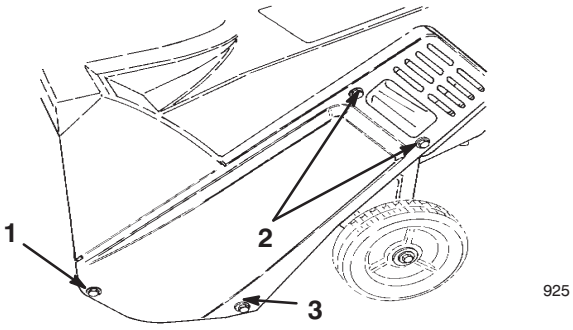

Figure 12
4. Remove two short self-tapping screws, one long self-tapping screw, one bolt, one washer, and one nut that secure the left side cover to the snowthrower frame (Fig. 12).